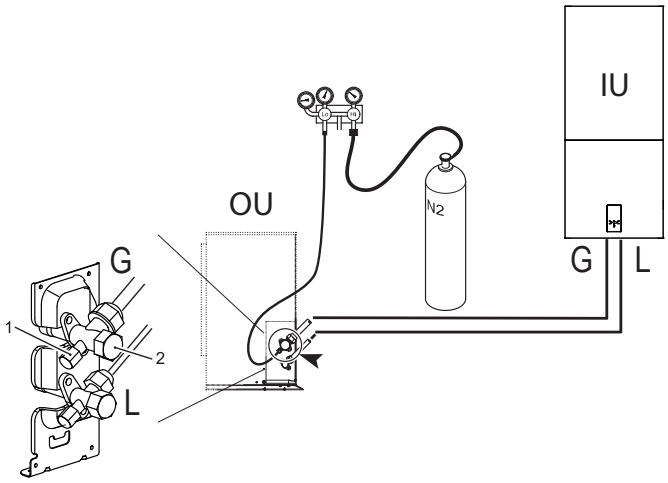

fig. 14 - Luchtdichtheidstest en lekdetectie
- Met de kranen van de buitenunit helemaal dicht, verwijdert u de dop van de servicekraan (onderdeel 1 - fig. 14) en de fitting (onderdeel 2 - fig. 14) van de gaskraan (de grootste)